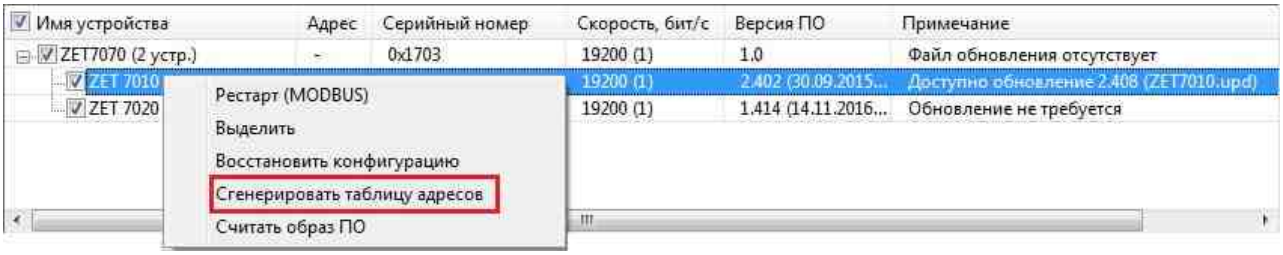

Рис.9.1 Команда «Сгенерировать таблицу адресов» из контекстного меню
1. При помощи правой кнопки мыши вызвать контекстное меню устройства, таблицу адресов которого следует создать. В открывшемся контекстном меню активировать команду «Сгенерировать таблицу адресов» (*Рис.9.1*).